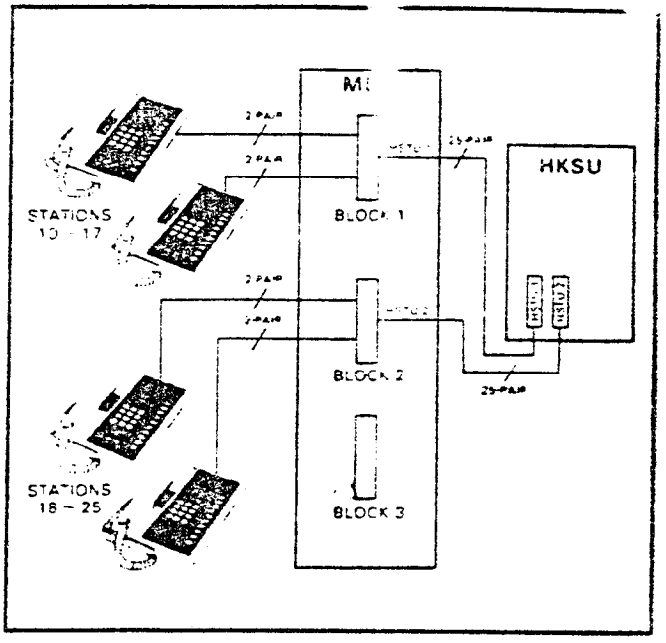

FIGURE 14 — HSTU-TO-MDF WIRING
06.04 Refer to Figure 14, and route the cable from #1 HSTU (stations 10 - 17) to Block 1 and the cable from #2 HSTU (stations 18 - 25) to Block 2, etc.